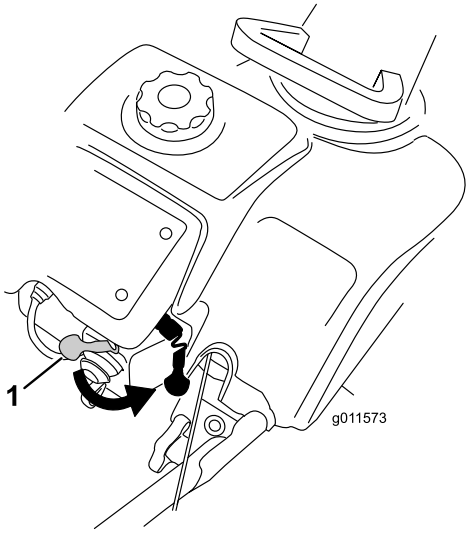
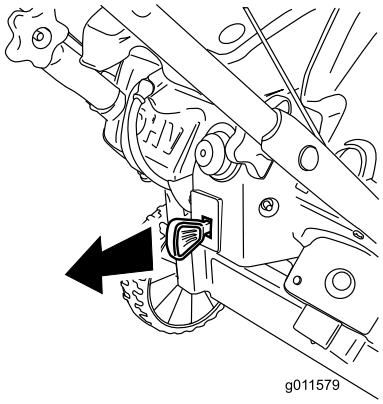

**Rysunek 17**
**Rysunek 23**
2. Przesuń dźwignię ssania całkowicie w prawo (Rysunek 17).
Aby zatrzymać silnik, wysuwaj kluczyk zapłonu, aż zablokuje się w pozycji Off (Rysunek 23) lub przesuń dźwignię ssania całkowicie w prawo (Rysunek 17).